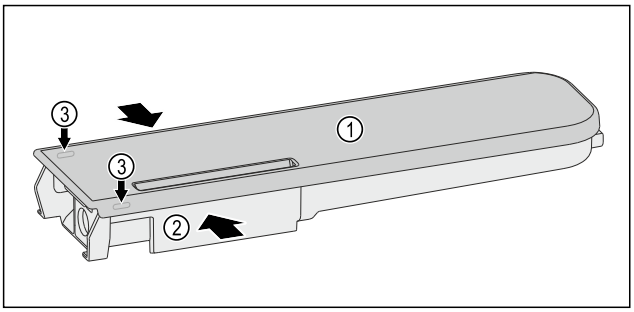

Fig. 173
▶ Push the water tanks *Fig. 173 (2)* together, leverage the cover *Fig. 173 (1)* carefully over the latching tabs *Fig. 173 (3)* and lift it up.
▶ Move the cover *Fig. 173 (1)* slightly forwards and back, and remove to the top.